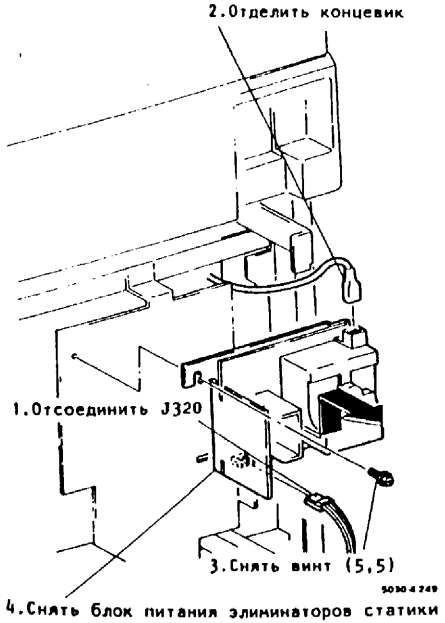

Рис.1. Снятие блока питания элиминатора статики
3. (Рис.1): Снять блок питания элиминатора статики.